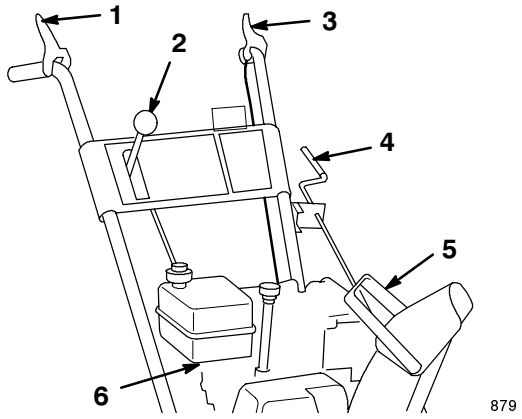

Figure 6
2. Move the speed selector (Fig. 6) on the control panel to the *R* (*Reverse*) position.
2. Adjust the two flange nuts up or down on the traction rod until the distance between the top of the handgrip and the bottom of the traction control lever (Figs. 6 and 7) is approximately $4\frac{3}{8}$ inches (11 cm).
4. Move the speed selector (Fig. 6) into third gear.
3. Check the distance between the top of the handgrip and the bottom of the auger/impeller drive control lever (Figs. 6 and 9). The distance should be approximately four inches (10 cm).